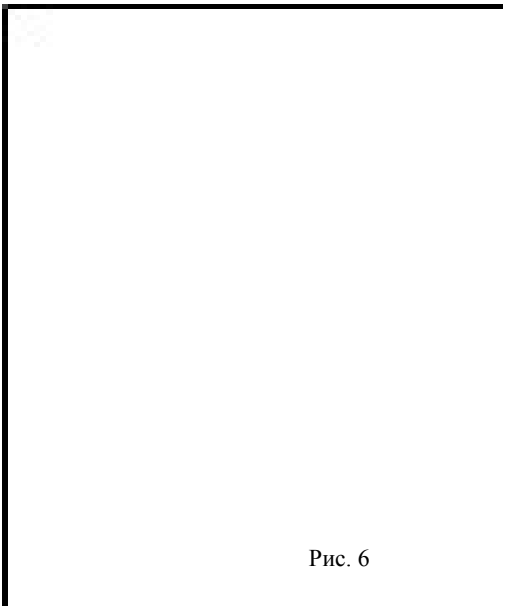

Рис. 6
5.6 Подключение Установок к источнику питания осуществляется по схеме рис. 6.
6.2.8 Выполнить подключение (рис.6) при этом: